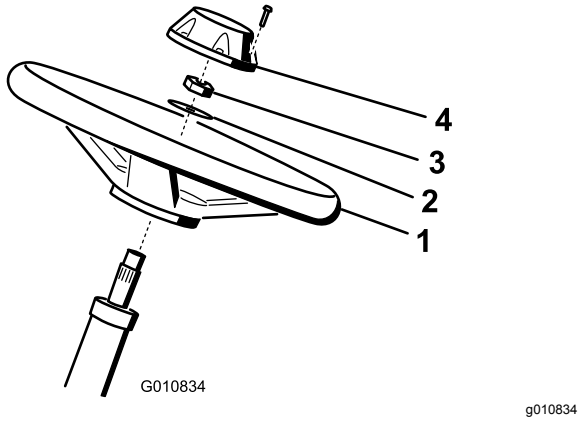

Figura 5
1. Deslice el volante sobre la columna de dirección (Figura 5).
2. Deslice la arandela sobre la columna de dirección (Figura 5).
3. Sujete el volante a la columna con una contratuerca y apriétela a entre 27 y 35 N·m (Figura 5).
4. Sujete el embellecedor al volante con 6 pernos (Figura 5).